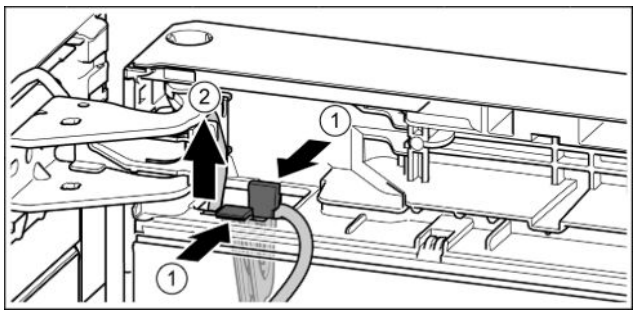

Fig. 24
- ▶ Нажать на соединительную накладку. *Fig. 24 (1)*
- ▶ Вынуть держатель кабеля с закрепленным на нем кабелем. *Fig. 24 (2)*